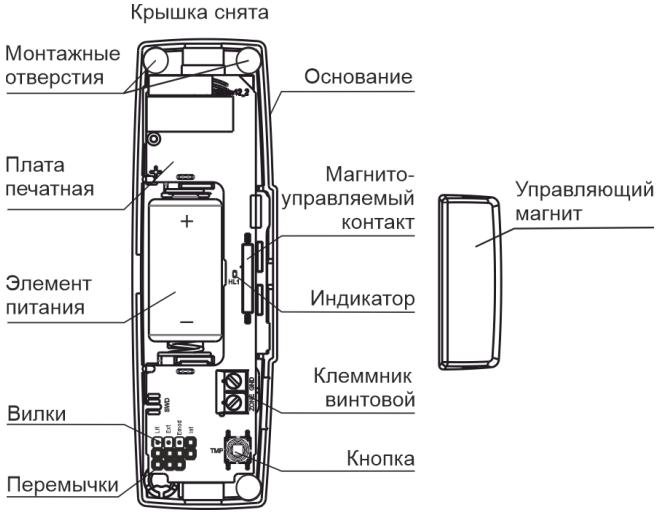

Рисунок 2
4.1 Конструктивно извещатель выполнен в виде блока, состоящего из основания и съемной крышки (рисунок 2).